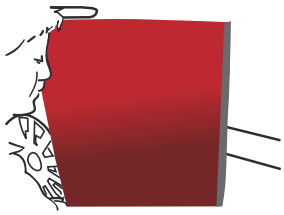

Figure 08
- Retirer tout le liner. (FIG. 08)